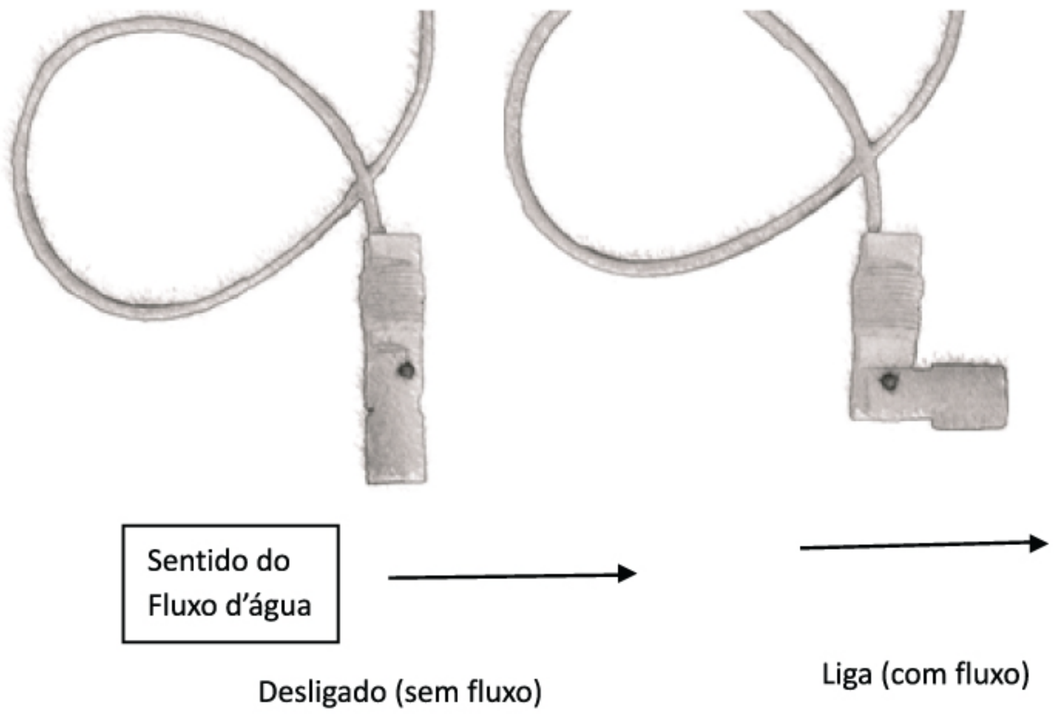

figura 8
1. **INSTALE SEMPRE** a célula eletrolítica e em uma tubulação horizontal, de modo a posicionar o sensor de fluxo para cima e respeitando o sentido do fluxo da mesma, conforme indicado na **figura 8**.